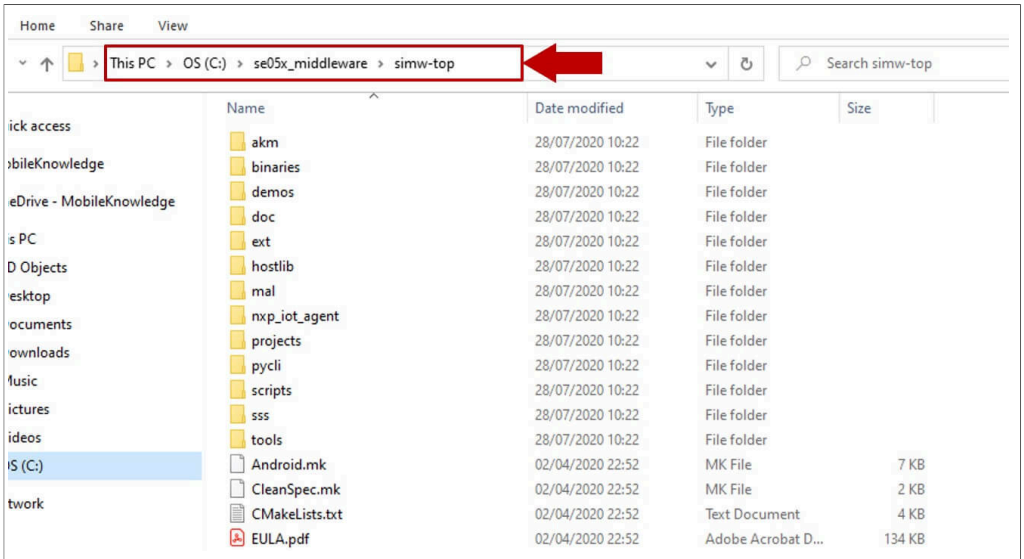

Figure 30. Unzip se05x middleware
3. Unzip the Plug & Trust middleware inside the *se05x_middleware* folder. After unzipping, you will see a folder called ***simw-top***. The contents of the ***simw-top*** directory should look as shown in Figure 30: